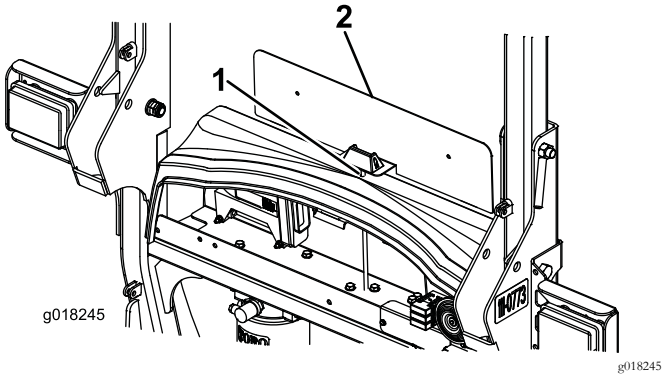

Figura 10
1. En el centro de la moldura de plástico del tabique, a 40 mm aproximadamente desde el borde delantero, perfore un taladro de 8 mm de diámetro (Figura 10).